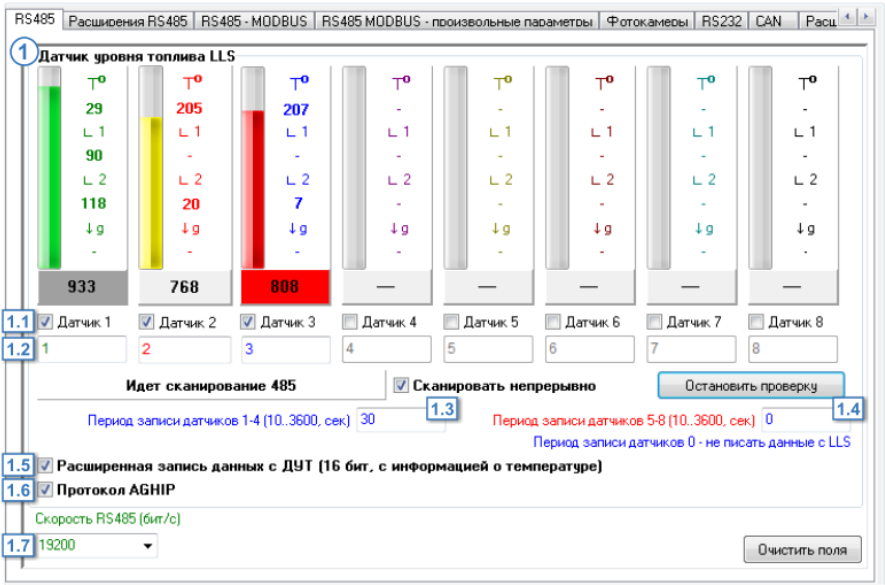

Рис.43. Вкладка «RS-485».
На вкладке «RS-485» необходимо разрешить работу прибора с нужными датчиками. Для этого – установить галочки напротив опций «Датчик 1 (2...8)» **(Рис.43, п. 1.1)** и настроить параметры шины:
- установить сетевые адреса датчиков в соответствующих полях **(Рис.43, п. 1.2)**. Возможные адреса датчиков уровня топлива LLS – 1-254. Показания датчика, адрес которого задан в поле «Датчик 1», будут записываться как показания датчика LLS1 в приборе «АвтоГРАФ», показания датчика, адрес которого задан в поле «Датчик 2», будут записываться как данные датчика LLS2 и т. д.
- задать период записи показаний с датчиков, подключенных к шине RS-485. Периоды записи задаются отдельно для датчиков 1-4 **(Рис.43, п. 1.3)** и 5-8 **(Рис.43, п. 1.4)**. Минимальное значение периода – 10 секунд, максимальное значение – 3600 секунд, 0 – не писать данные с ДУТ.
- если вместе с показаниями датчика прибор «АвтоГРАФ» считывает с датчика и показания температуры, то включить опцию «Расширенная запись данных с ДУТ» (**Рис.43, п. 1.5**). Разрядность данных в этом случае увеличится до 16 бит.
- если к прибору «АвтоГРАФ» подключаются датчики уровня топлива «TKLS» производства ООО «ТехноКом», то рекомендуется включить опцию «Протокол AGHIP» **(Рис.43, п. 1.6)**. Протокол AGHIP – это протокол обмена данными между бортовыми контроллерами «АвтоГРАФ» и датчиками уровня топлива «TKLS» и «TKLS-L». При считывании данных в протоколе AGHIP доступны дополнительные параметры датчиков: углы наклона осей и значение ускорения. При включении данного протокола автоматически включается опция «Расширенная запись данных с ДУТ» **(Рис.43, п. 1.5)**, т.к. дополнительная информация, передаваемая в протоколе AGHIP, требует увеличения разрядности данных.
- задать скорость работы шины RS-485 **(Рис.43, п. 1.7)**. По умолчанию скорость шины – 19200 бит/с. Все устройства, подключаемые к шине RS-485 прибора «АвтоГРАФ», должны быть настроены на скорость шины RS-485 этого прибора. Данная настройка задается общая для всей шины RS-485.